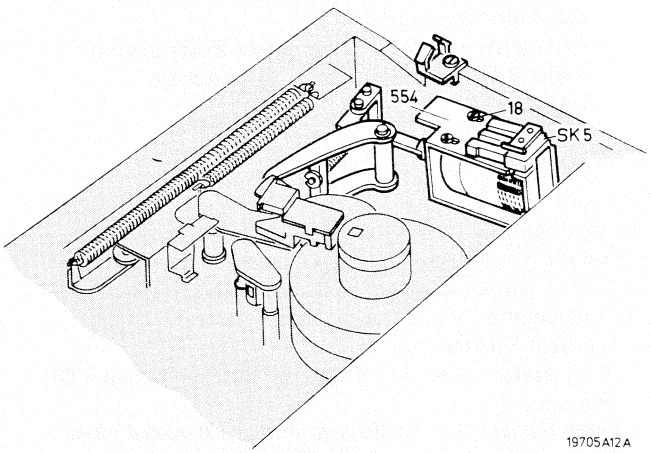

Fig. 2.20
- Die Schrauben 18 (Abb. 2.20) so lösen, dass sich die Schalterplatte 554 ein wenig hin und her schieben lässt.